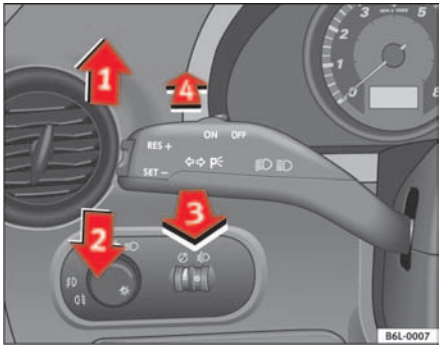

Fig. 59 Turn signal and main beam headlight lever
– Move the lever all the way up ⇒ fig. 59 (1) to indicate **right**, and all the way down (2) to indicate **left**.
– Press the lever forward ⇒ page 90, fig. 59 (4) to switch on the main beams.